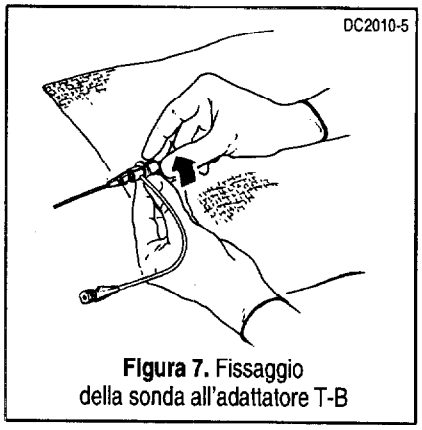

Figura 7. Fissaggio della sonda all'adattatore T-B
8. Serrare saldamente il dado di compressione per fissare la sonda (Figura 7). Aspirare l'aria dalla porta laterale. Dare inizio ad un lavaggio eparinizzato continuo o intermittente attraverso il raccordo della porta laterale dell'adattatore T-B.